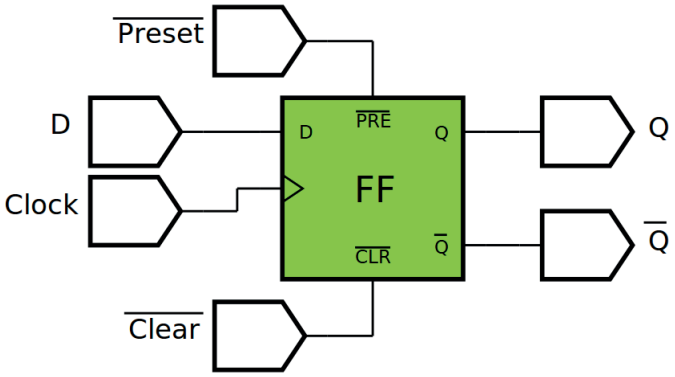

Figura 9.29 – Diagrama esquemático.
4. Utilize um programa de simulação em computador (SmartSim, Atanua, Qucs) faça a simulação do circuito da figura 9.29. Compare os resultados com a tabela 9.17.